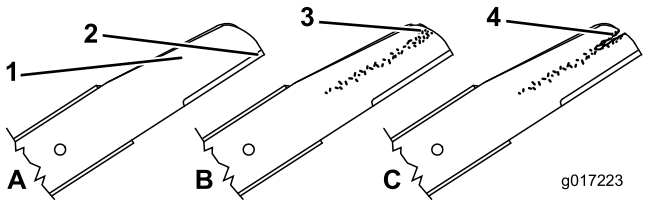

Figura 30
1. Controllate i taglienti (Figura 30). Se i taglienti non sono affilati o presentano intaccature, togliete le lame ed affilatele o sostituitele.
2. Controllate le lame stesse, in particolare l'area curva (Figura 42). In caso di danni, usura o scanalature nell'area (Figura 30), sostituite immediatamente con nuove lame.